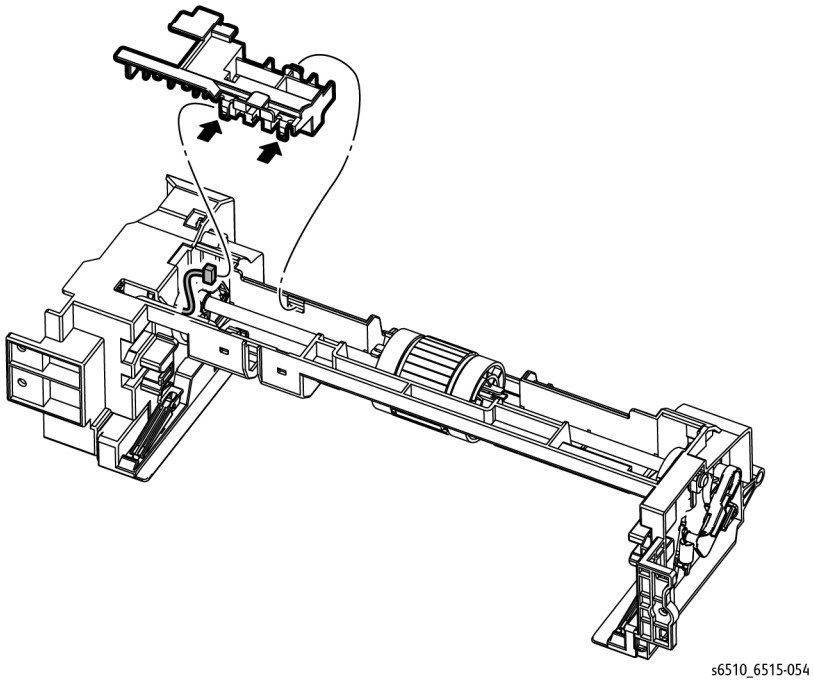

Figure 1 Remove the Bypass Tray No Paper Bracket
2. Refer to Figure 1 to release the two hooks and the boss, and lift up the Bypass No Paper Bracket (with the No Paper Sensor) from the Bypass Tray Frame Assembly.